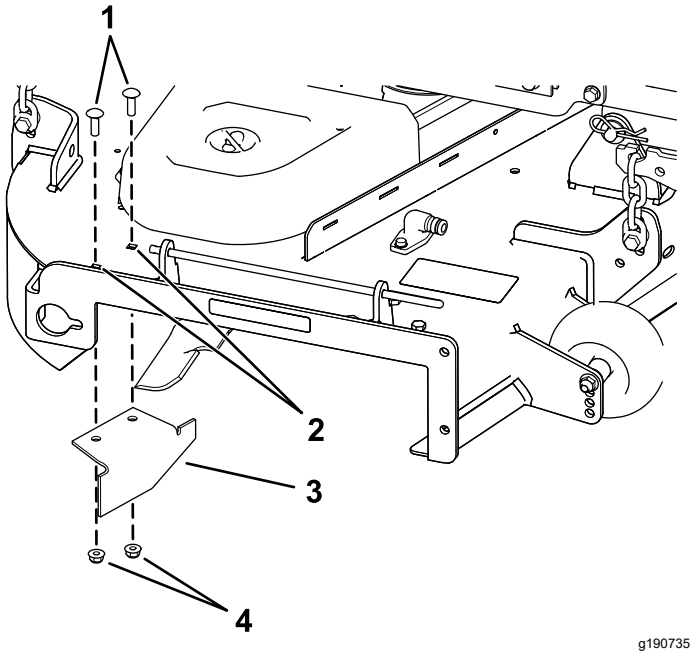

Rysunek 20
14. W woreczku z drobnymi elementami odszukaj przegrodę odcinającą, odkręć mocowania z tylnych otworów płyty wyrzutu, a następnie zamontuj przegrodę w otworze wyrzutu bocznego w podwoziu tnącym kosiarki (Rysunek 20).